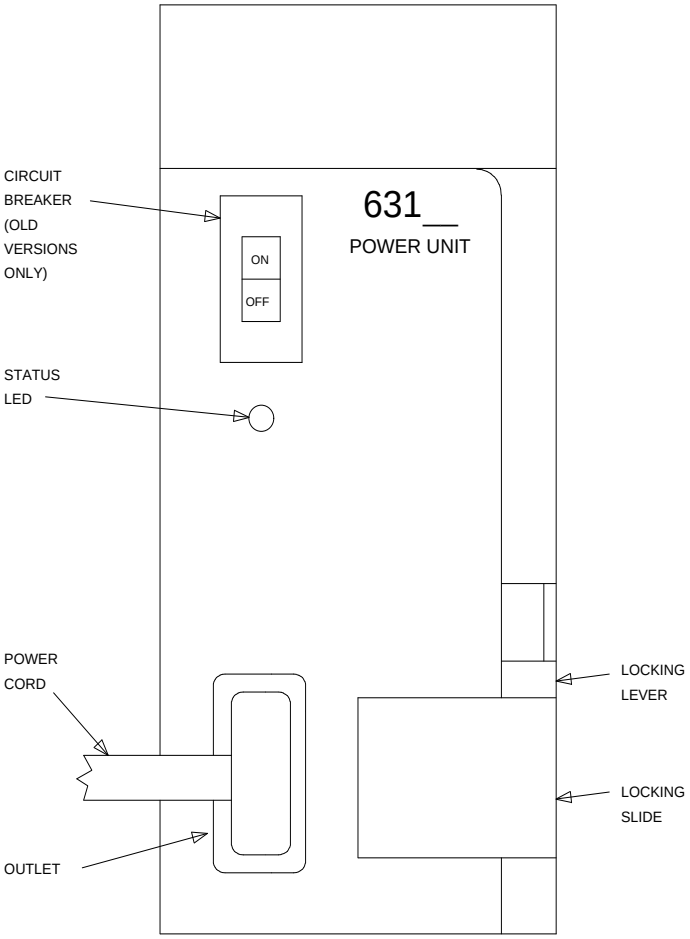

Figure 6-26. 631-Type Power Unit
14. Connect the power cords to the power units. The power cords are the white cables equipped with plugs that are run through the slots in the front of each carrier (see Figure 6-26).